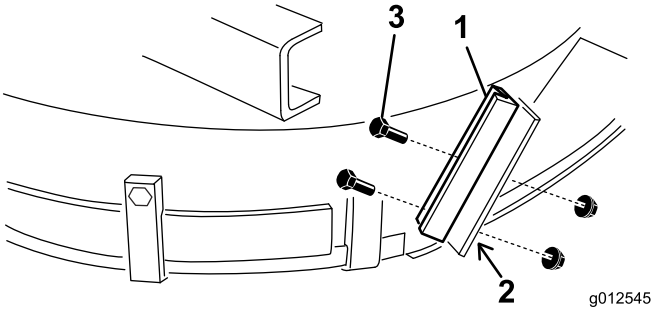

Figura 17
1. Utilizzando il nuovo arresto del deflettore come riferimento, impostatelo sull'arresto del deflettore piatto originale (Figura 17). Assicuratevi che il nuovo arresto del deflettore sia allineato al livello inferiore, a contatto con il lato del piatto di taglio, e parallelo al bordo esterno del supporto del deflettore.
3. Montate il nuovo supporto del deflettore sul vecchio arresto del deflettore con 2 bulloni (1/4-20 x 3/4 pollici) e dadi di bloccaggio (1/4-20 pollici) come mostrato nella Figura 17.